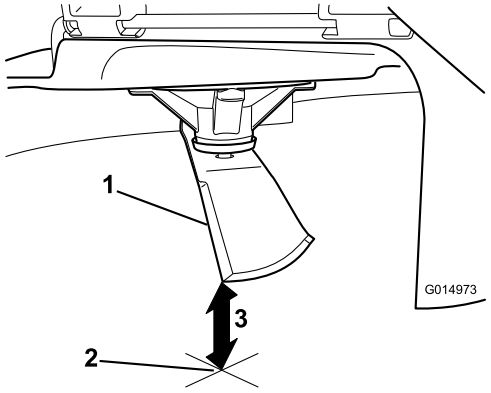

Figur 56
5. Mål fra knivtuppen til den flate overflaten (Figur 56).